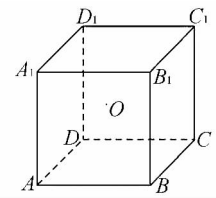

图5
1. 正方体的模型点线(如图5所示，1个中心、8个顶点、12条面对角线、4条体对角线)